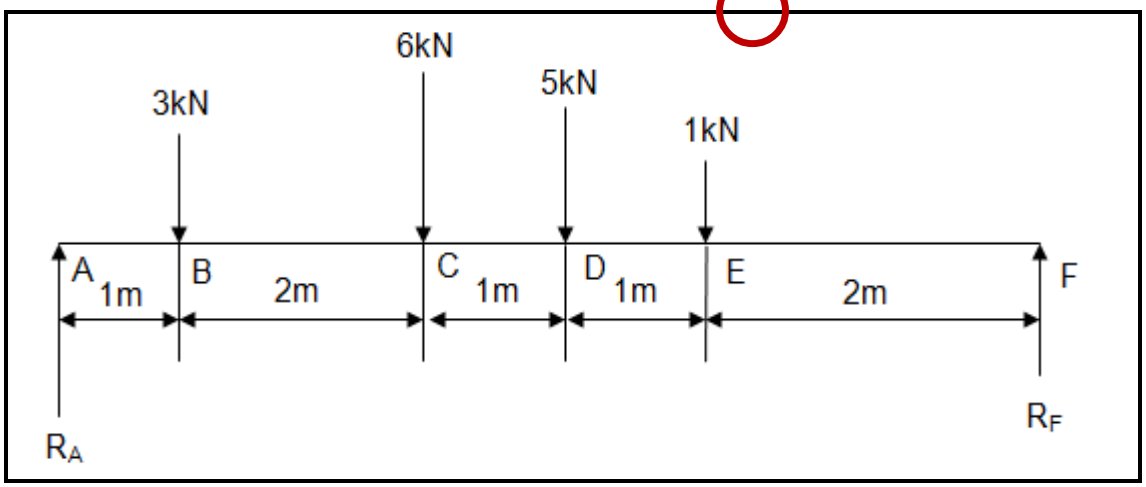

FIGURE 1
2.1 Analytically determine the magnitude of reactions R_A and R_F on the beam shown in FIGURE1 below.